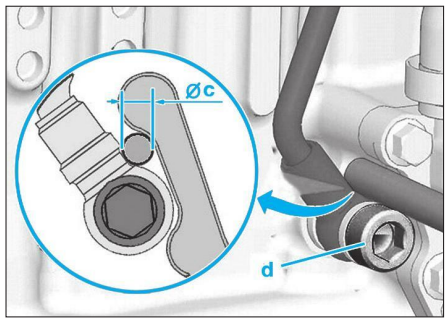

**Fig. 65**
- mettre en place une pige à l'horizontale de 7,5 mm de diamètre (c) **(Fig.65)**,